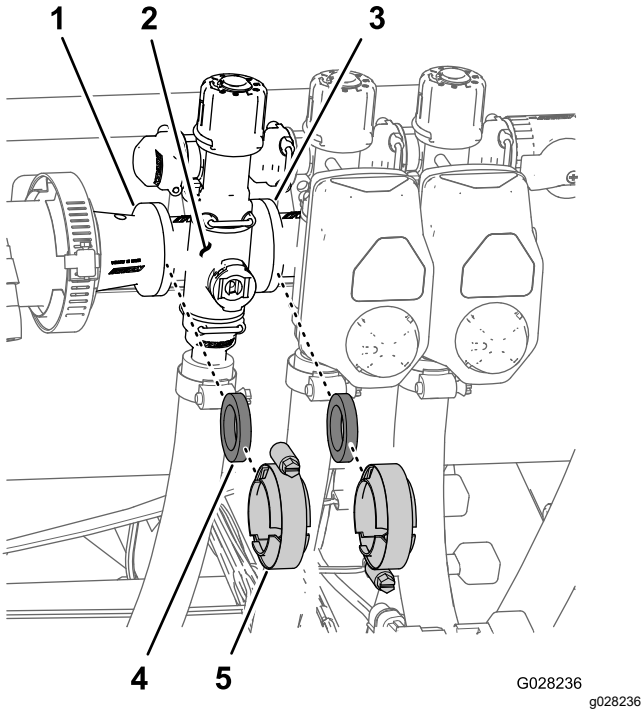

Figure 74
1. Déposez les colliers et les joints qui fixent le collecteur de la vanne de section (Figure 74) à la vanne de section adjacente (s'il s'agit de la vanne de section gauche, et raccord réducteur).